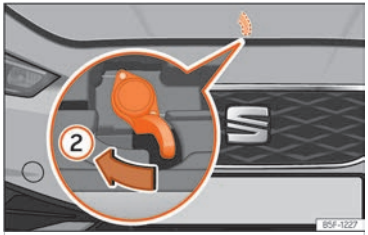

Fig. 220 Palanca sota el capó.
- Per aixecar el capó, feu pressió cap a l'esquerra amb el palmell de la mà mirant cap avall a la palanca situada sota el capó, al centre ››› **fig. 220** ②. Els ganxos de subjecció queden desbloquejats.